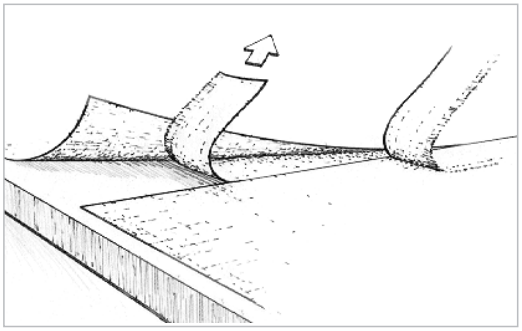

Figure 5-21 *Remove the topmost trimming. Then lift the opposite cut edge to remove the overlapped trimming.*
c) Remove the topmost trimming and then lift the opposite cut edge to remove the overlapped trimming *(Figure 5-21)*.